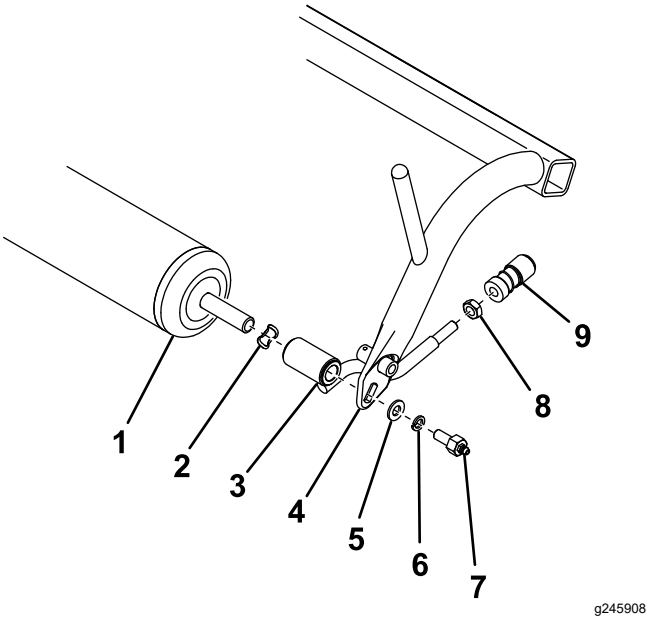

Figuur 1
2. Verwijder de rol, de veerringen, de trekkoppelingen, de platte ringen, de borgringen en de smeernippelschroeven uit het trekframe (Figuur 1).
3. Verwijder de kogelverbindinghouders van de trekkoppelingen en bewaar ze (Figuur 1). Gooi al het bevestigingsmateriaal dat u eerder verwijderd hebt weg, behalve de rol en de kogelverbindinghouders.